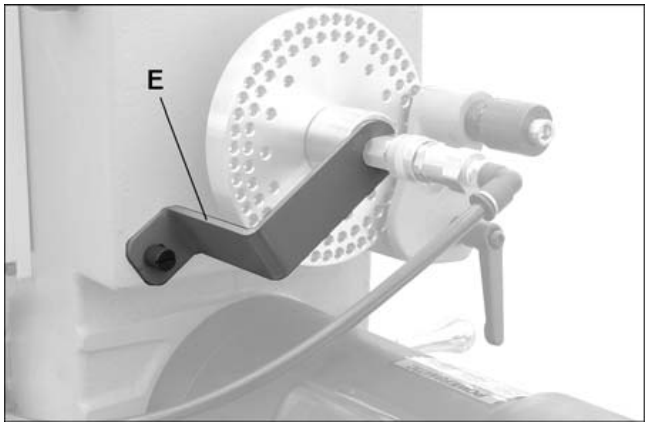

Рис. 13
4. Установите крепежную скобу (E, Рис. 13) при помощи винта. Это предотвратит выпадение адаптера во время вращения шпинделя.